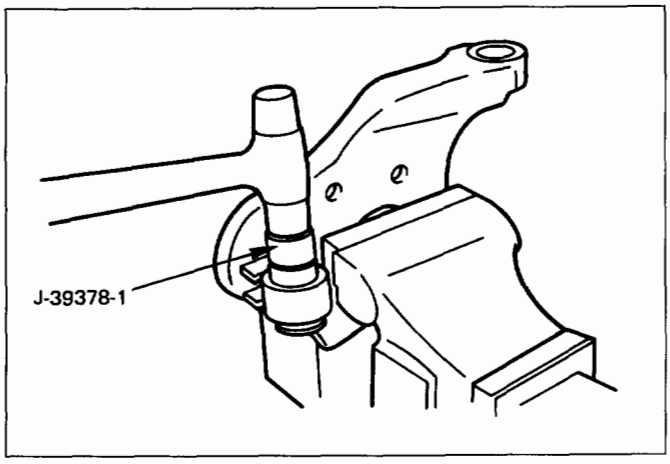

Fig. 4C-19
- Press fit the bushings into the bracket (Fig. 4C- 20).